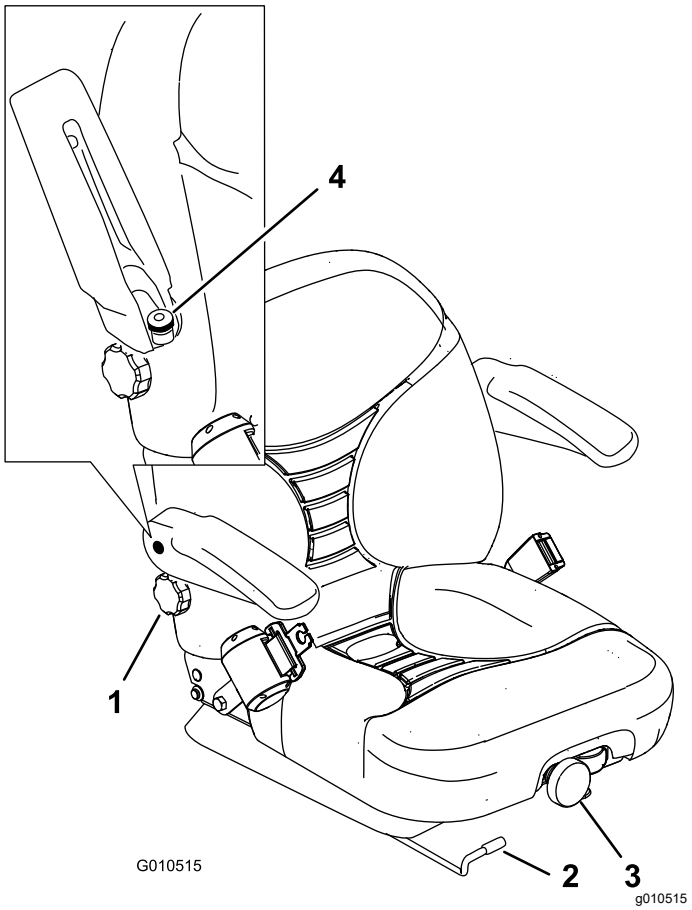

Figur 33
1. Flyt håndtaget til siden for at låse sædet op (Figur 33).
Drej på knappen foran på sædet for at justere sædet og opnå den mest behagelige position (Figur 33).
Drej knappen under det højre armlæn til højre eller venstre for at justere ryglænet og opnå den mest behagelige position (Figur 33).
Armlænet justeres ved at hæve det og dreje på knappen for at opnå den mest behagelige position (Figur 33).